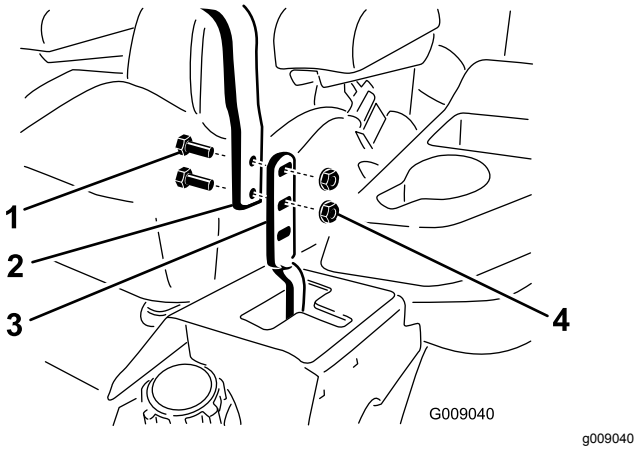

Figur 87
3. Lossa skruvarna och flänsmuttrarna som är monterade i reglagen (Figur 87).
4. Rikta in reglagen i främre-bakre läge genom att föra ihop dem i NEUTRALLÄGET, skjuta dem tills de är inriktade och sedan dra åt skruvarna (Figur 87).